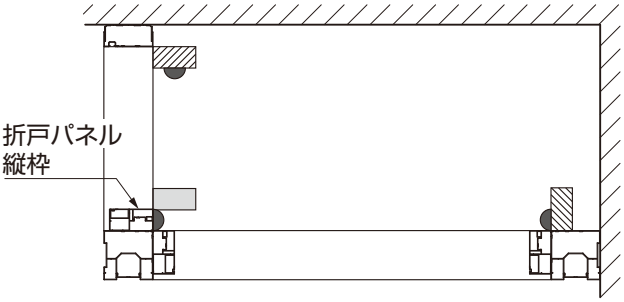
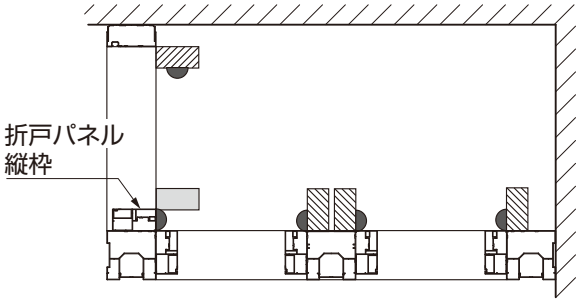

図3-3　1.5間～3.0間 基本タイプ
図3-4　2.5間以上 腰壁タイプ
①タイプにより戸当り枠、吊元枠の取付場所が異なります。図3-3、図3-4で確認してください。